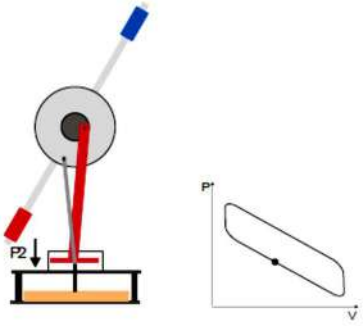

Fig. 6 : Compression
- **Compression :** L'air refroidi est comprimé de façon isotherme par le biais du déplacement vers le bas du piston moteur. Pour cela, le travail mécanique est fourni par la tige oscillante (Fig. 6).